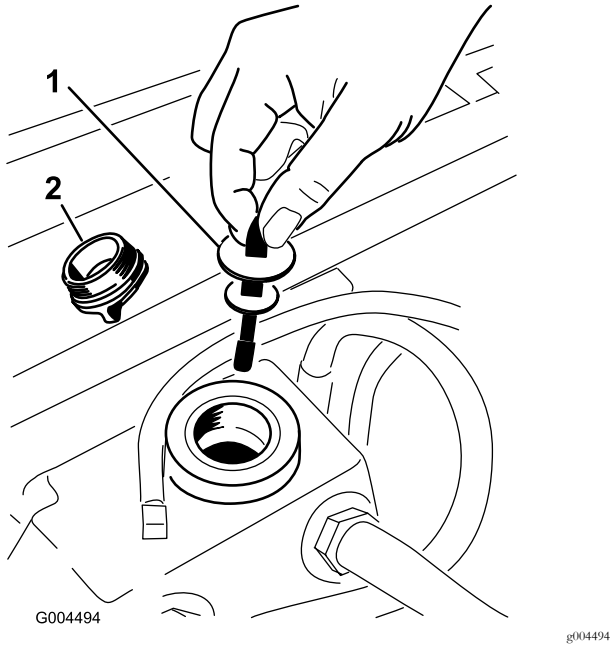

Figur 61
5. Fjern det hydrauliske oljelokket fra påfyllingshalsen (Figur 61).
6. Ta ut peilestaven og tørk den med en ren fille (Figur 61).
7. Plasser peilestaven i påfyllingshalsen før du tar den ut og kontroller væskenivået (Figur 61).